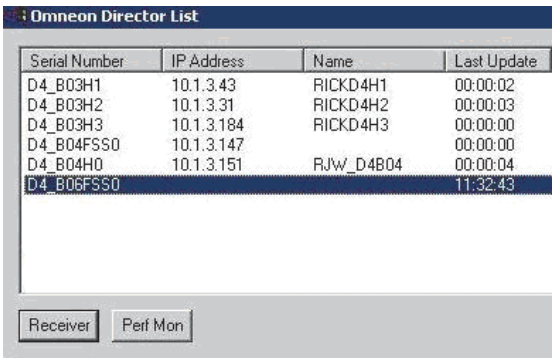

Figure 7–1: Opening the Serial Number List
c. From the Serial Number List, you will see a list of all current MediaDirectors on the network, which are identified by their Serial Number. (See *Figure 7–1*)